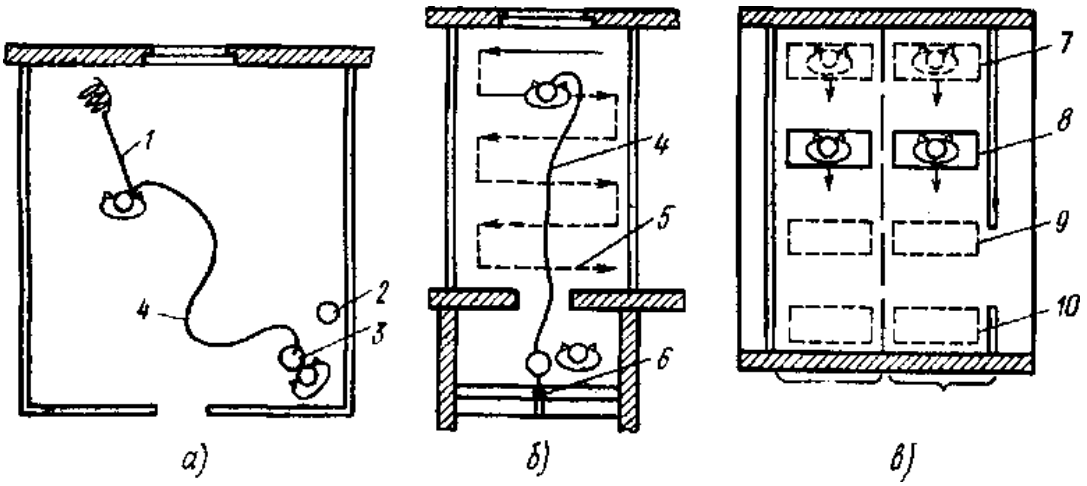

Рис. 5. Организация рабочих мест при подготовке потолков:
2. Пользуясь инструкционными картами, картами трудовых процессов на столярно-монтажные и отделочные работы, учебной и справочной литературой, выполнить в формате технического рисунка схемы организации рабочего места при выполнении столярно-монтажных и отделочных работ, с соблюдением технологической последовательности выполнения строительных работ (рис. 5,6,7,8).